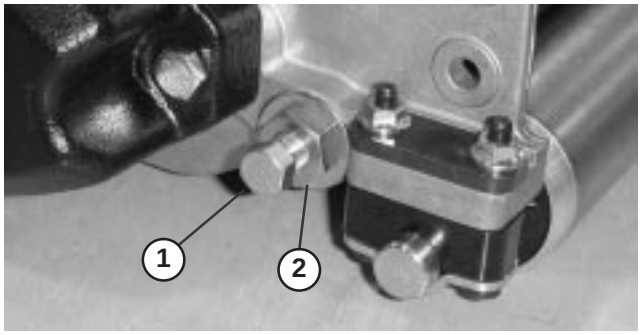
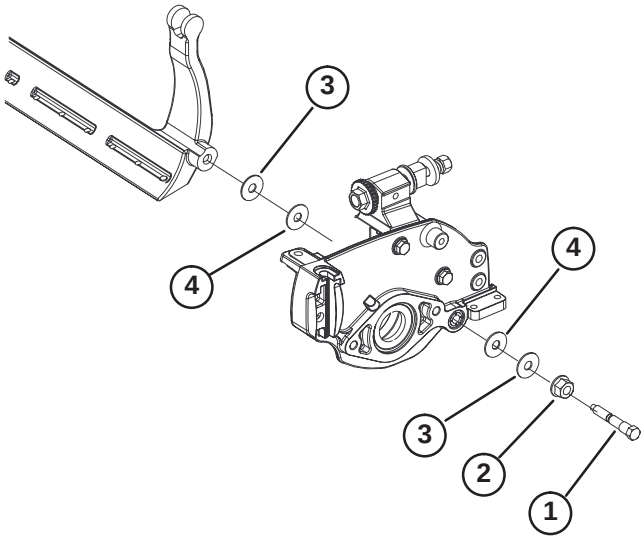

Figure 18
Figure 19
3. On each side of the machine, loosen the nut securing the bedbar bolt (Fig. 18).
4. Remove each bedbar bolt allowing bedbar to be pulled downward and removed from machine (Fig. 18). Account for 2 nylon and 2 stamped steel washers on each end of bedbar (Fig. 19).
2. Secure bedbar to each side plate with bedbar bolts (nuts on bolts) and 8 washers. A nylon washer is to be positioned on each side of side plate boss. Place a steel washer outside each of the nylon washers (Fig. 19). Torque bolts to 240–320 in.-lb. Tighten flange nuts to remove end play but do not over–tighten or deflect side plates. Washers on inside may have a gap.